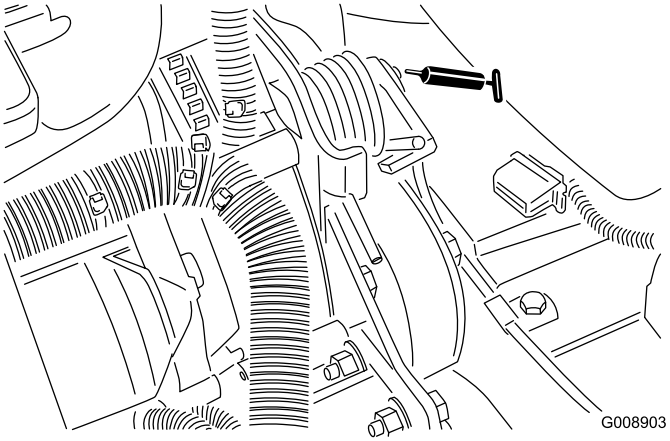

Figuur 40
- Draaipunt riemspanning (Figuur 40)